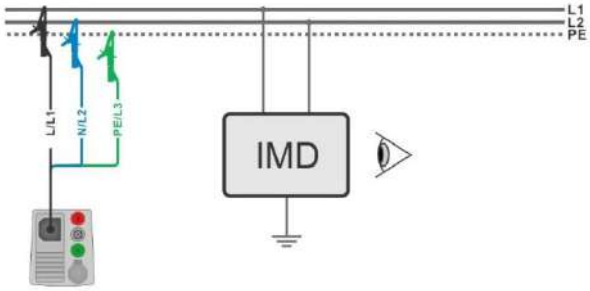

Figure 7.138: AUTO IT measurement
- Connect 3-wire test lead to the object under test, see ***Figure 7.138***.